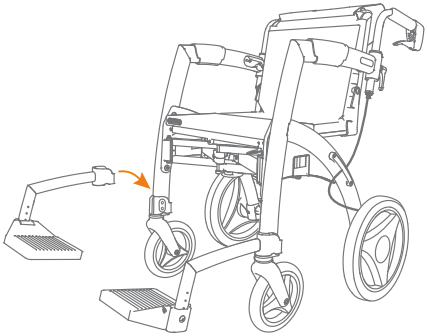

Figure 39: Place the footrests.
e. Take the footrests out of the transport chair bag and place them at the front of the Rollz Motion, into the footrest holders on the frame. Slide them down from the top of the footrest holders **(Figure 39)**. Do not apply force if the footrests do not slide smoothly over the footrest holders. Take them out and try again.